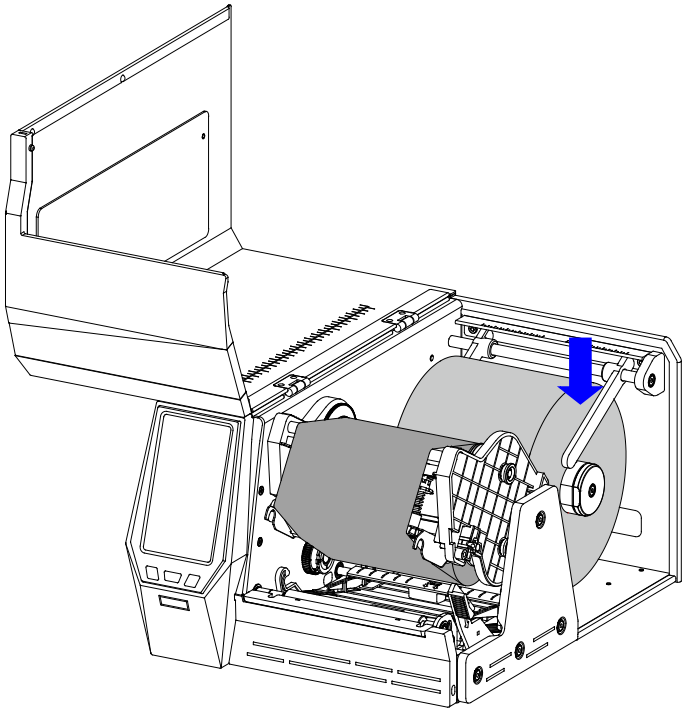

Figure 2-19 Adjust the Right Media Roll Guide
4. Press down and adjust the Right Media Roll Guide by pushing it slightly against the outside edge of the media roll. As shown in Figure 2-19.